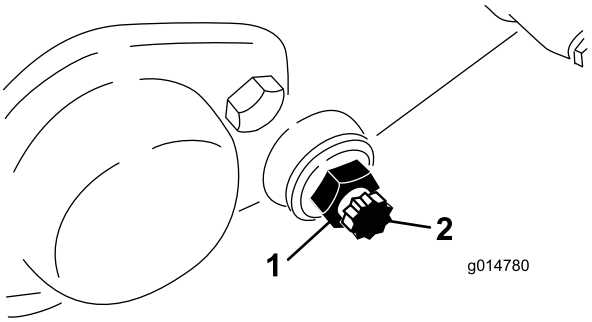

Figur 59
3. Lossa kontramuttern som håller fast bulten på underknivsstången på vardera sidan av maskinen (Figur 59).
4. Ta bort bulten till underknivsstången så att denna kan dras nedåt och avlägsnas från maskinen. Spara de två nylonbrickorna och de två stansade brickorna av stål på vardera änden av underknivsstången (Figur 59).